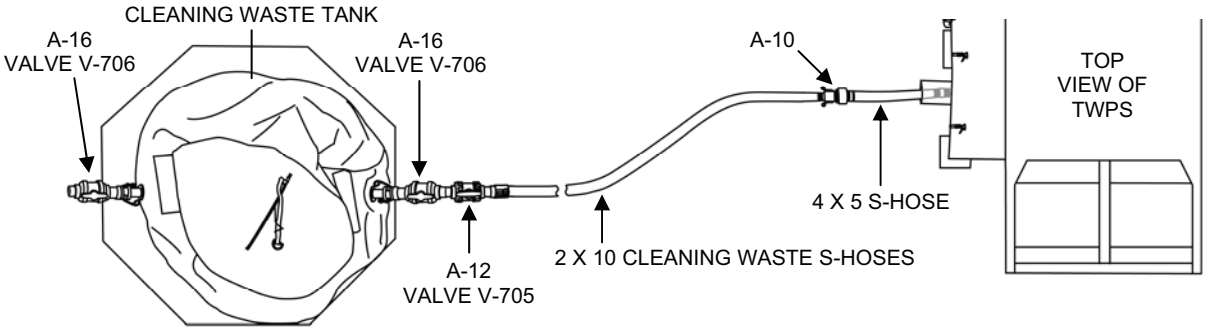

Figure 3. Cleaning Waste Hose Set-Up with the Cleaning Waste Tank.
3. Set the waste hoses for acid cleaning as follows (Figure 3):
d. If using the cleaning waste storage tank, set up the hoses as follows (Figure 3):